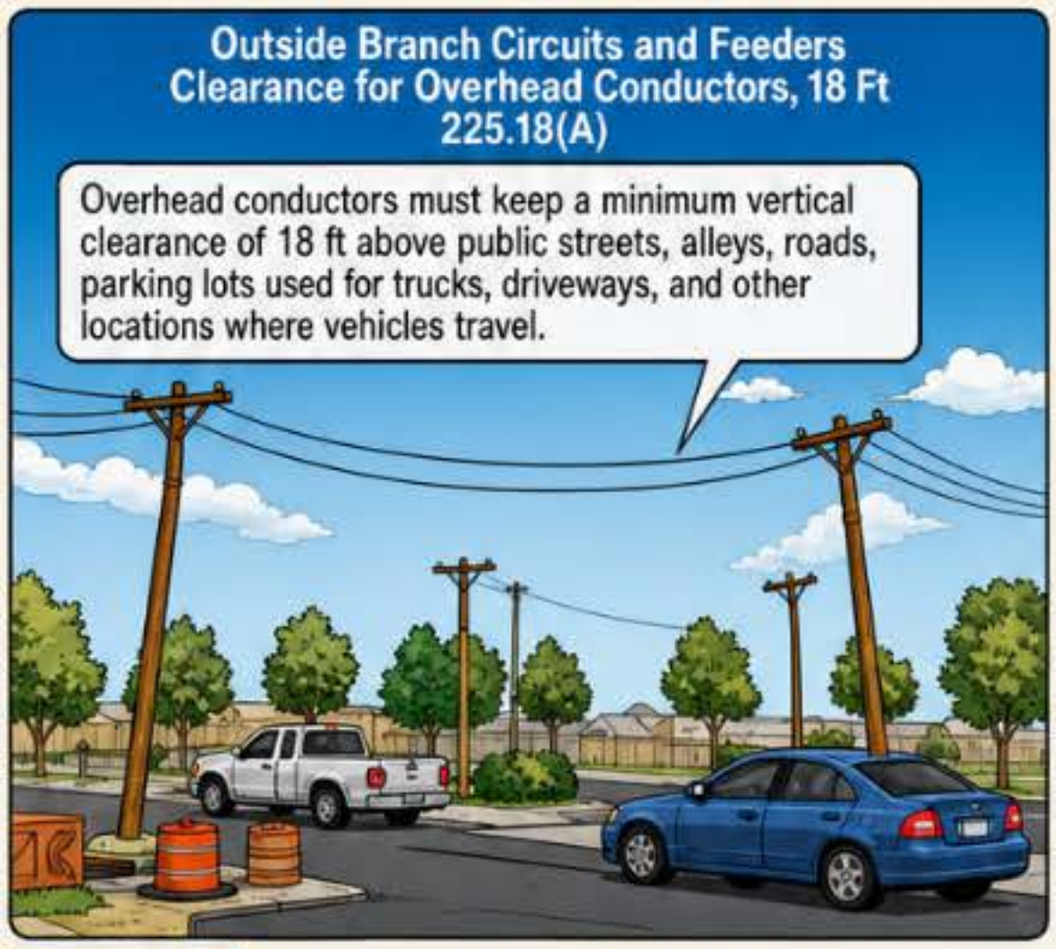

Figure 225-9
3. *At least 15 ft above residential property and driveways, and commercial zones not subject to truck traffic for circuits supplied by systems operating at more than 300V to ground.* ▶ Figure 225-9
4. *Spans crossing public streets, alleys, roads, parking areas that allow vehicle crossing, driveways, and other nonresidential lots, plus farmland or land used for cultivation, grazing, forestry, and orchards must be at least 18 ft.* ▶ Figure 225-9